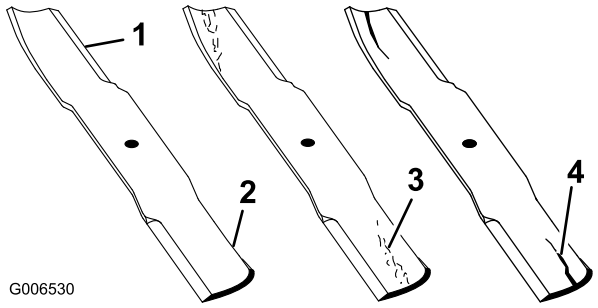

**Figure 89**
1. Examinez le tranchant des lames (Figure 89). Si les lames ne sont pas tranchantes ou si elles présentent des indentations, déposez-les et aiguisez-les (voir Aiguisage des lames).
2. Inspectez les lames, surtout la partie relevée (Figure 89). Remplacez immédiatement toute lame endommagée, usée ou qui présente une entaille (Figure 89).